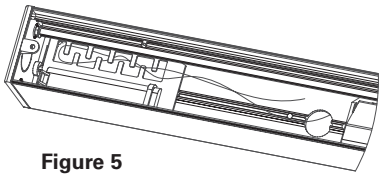

Figure 5
8. Excess wire length can be held in place in the wire trap (See Figure 5).
6. Excess wire length can be held in place in the wire trap (See Figure 5).
7. If the fixture is to be wall mounted, first, loosen the set screw on the back of the pivot housing. Then remove the locking clip by sliding it to the end of the pivot housing (See Figure 5). Rotate the pivot housing 90 degrees, and then replace the locking clip. Tighten the set screw.